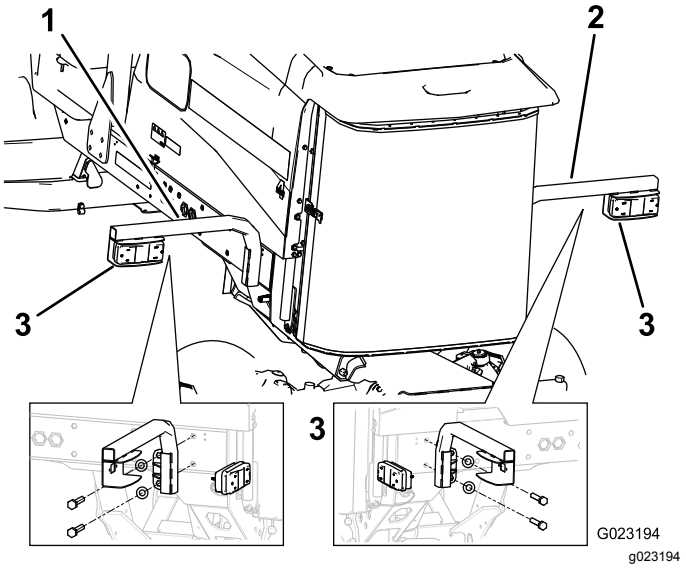

Figur 19
2. Fest venstre lysbrakett til braketten og rammen med to bolter (5/8 x 3 tommer), to flate skiver og to låsemutre som vist i Figur 19.
3. Fest bakpæren til pærebraketten med boltene og mutrene som følger med lampen (Figur 19).
5. Fest den høyre lysbraketten til rammen med to bolter (5/8 x 3 tommer) og to flate skiver (Figur 19).